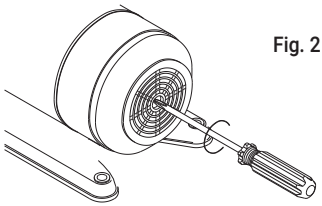

Fig. 2
b. For start up of the first operation or after long time inactivity, please place a screwdriver against the shaft at motor end and turn clockwise to see if rotor spins freely. (Fig. 2). If it is, you are free to run the pump.